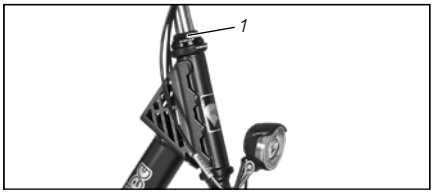

Fig. :30
- Vérifiez si le roulement de direction *(voir « Fig. :30 »)* présente du jeu.